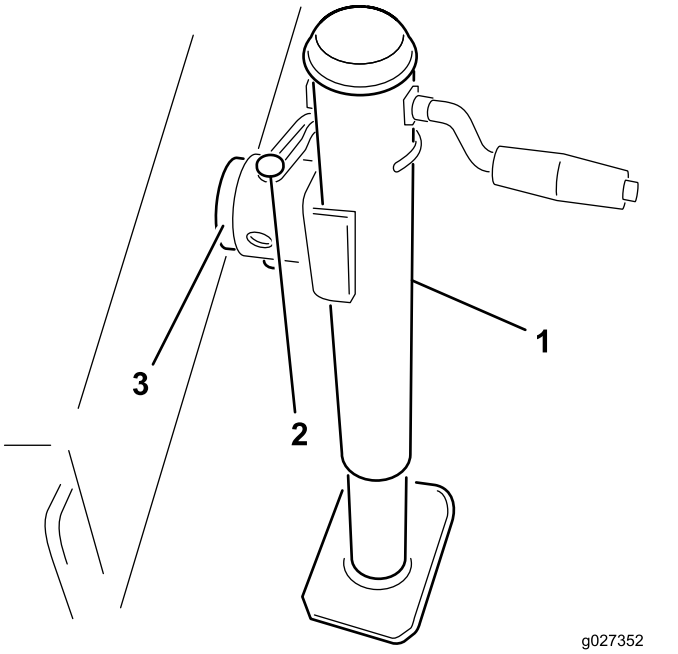

Figuur 5
2. Schuif de krik op de framepen en bevestig met de pen (Figuur 5).